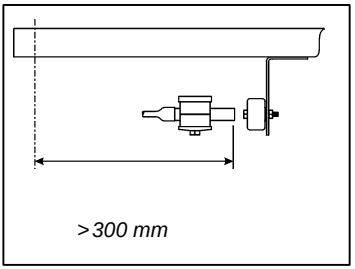
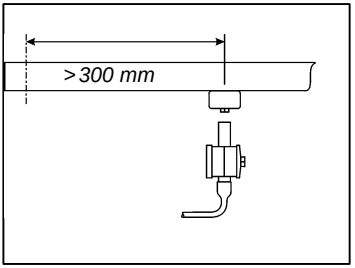

Bild 8
Bild 9
Klären Sie zuerst mit dem Bediener die am besten geeignete Wiegeposition für die Beladungsaufgaben ab. Der Sensor und der Magnet müssen so angeordnet werden, daß der Magnet auf der gegenüberliegenden Seite der Frontfläche des Sensors, in der Wiegeposition liegt (Bild 8). Die Sensorkabel sind etikettiert, um die Sensoren zu identifizieren - 'R' für den Referenzsensor und 'D' für den Richtungssensor. Der Referenzsensor 'R' muss sich immer oben befinden.
2. Die mitgelieferten Sensor- und Magnet Montageteile können falls erforderlich angepasst werden. Der Sensor kann parallel (Bild 8) oder im rechten Winkel zum Hubarm (Bild 9) angebracht werden. Wenn Sie sich entscheiden wo und wie Sie den Sensor und den Magneten anbringen wollen, achten Sie in allen Fällen darauf, daß :
(a) der Sensor mindestens 300 mm vom Drehpunkt des Hubarms entfernt ist (Bild 8 und 9).